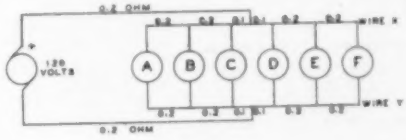

Fig. 27
9. Let Fig. 27 represent the same lamps and wires again as problems 7 and 8, but this time the generator feeds the circuit from the center. Again find the same as asked for in problem 7.